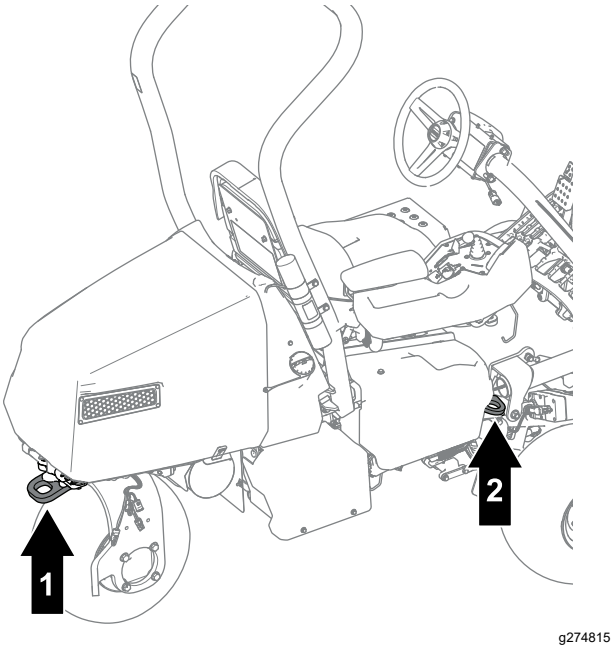

Figure 35
- Arrimez solidement la machine au moyen de sangles, chaînes, câbles ou cordes. Les sangles avant et arrière doivent être dirigées vers le bas et l'extérieur de la machine (Figure 35).